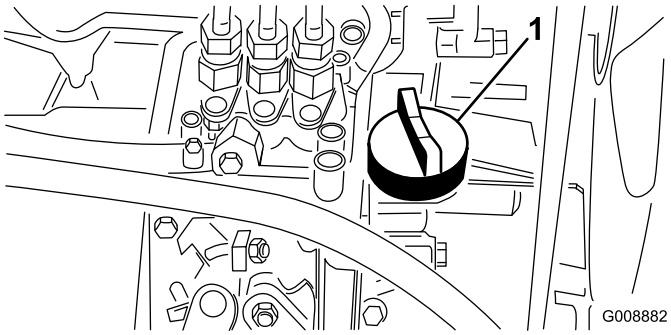

Figur 20
4. Om oljenivån är låg tar du bort påfyllningslocket (Figur 20) och tillsätter gradvis små mängder olja samtidigt som du kontrollerar nivån, tills nivån når märket FULL på oljestickan.